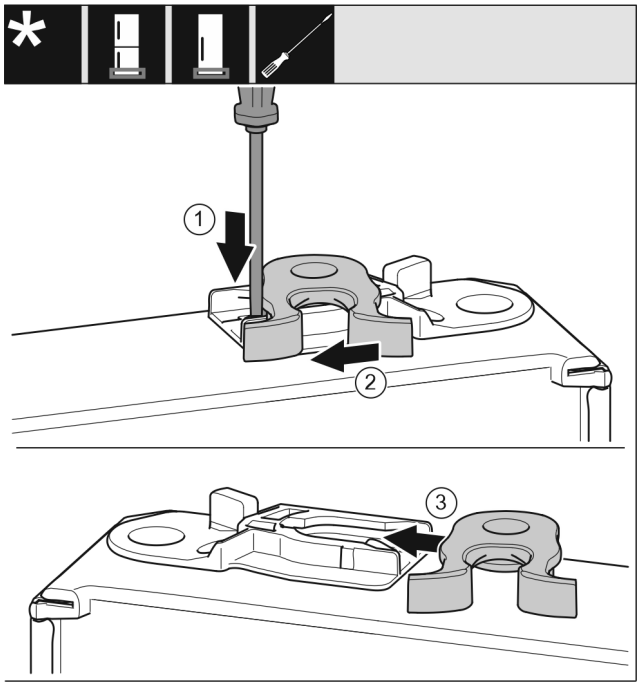

Fig. 27
- ▶ Lasche *Fig. 27 (1)* mit Schlitzschraubendreher nach unten drücken.
- ▶ Schließhaken *Fig. 27 (2)* aus Führung ziehen.
- ▶ Schließhaken *Fig. 27 (3)* auf anderer Seite in Führung schieben.